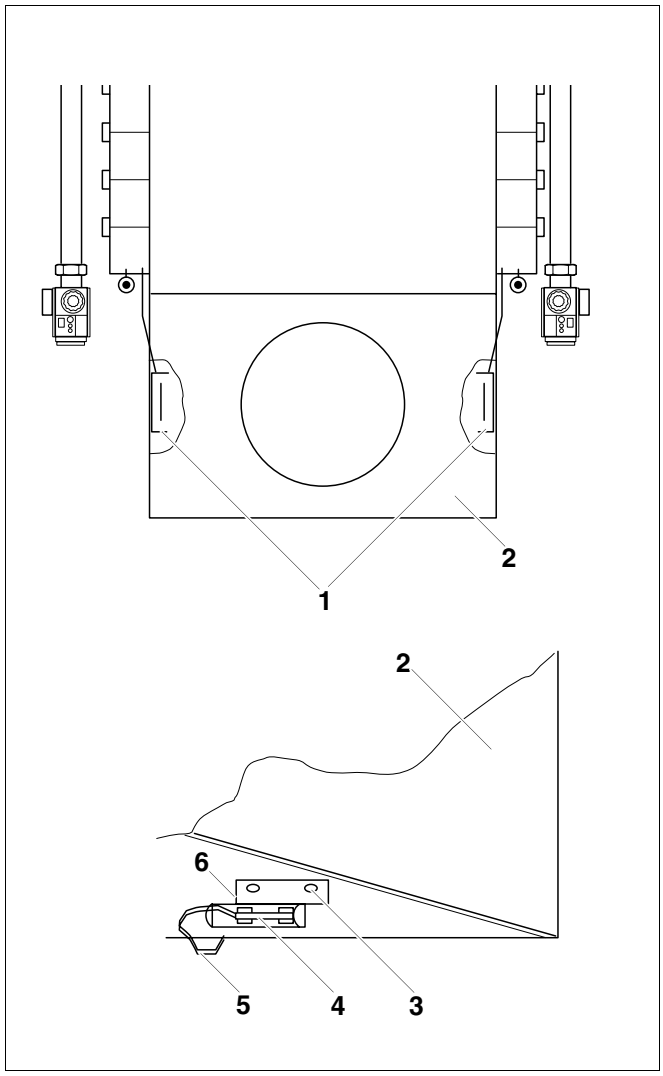

Рис. 70 Монтаж системы контроля дымовых газов
- Закрепить снаружи два держателя датчиков дымовых газов (рис. 70, **поз. 1**) слева и справа на внутренней стороне прерывателя тяги (рис. 70, **поз. 2**), вставив в предусмотренные для этого отверстия прилагающиеся болты (рис. 70, **поз. 3**).
- Провести провод датчика дымовых газов (рис. 70, **поз. 5**) по кабельному каналу к держателю.